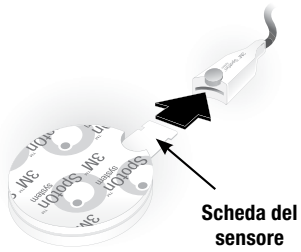

Figura 7: Collegare il sensore al cavo del sensore
3. Collegare il sensore di temperatura SpotOn al connettore del cavo del sensore. Assicurarsi che la scheda del sensore sia collegata correttamente e sia inserita del tutto nel cavo del sensore (figura 7). La visualizzazione sull'unità di controllo cambierà nella schermata Pronto (vedere "Pronto" a pagina 86) una volta confermata la connessione del sensore.